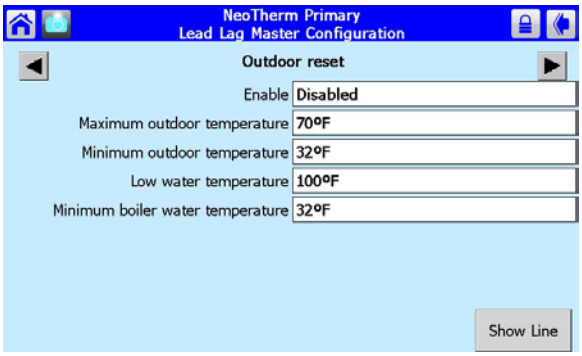

Fig. 86 – Outdoor Reset
8. Press the left-arrow or right-arrow until you see the Outdoor Reset screen (Fig. 86).
If the outdoor temperature reaches this value or above, the system will use the Low Water Temp value as the setpoint. In the example shown in Fig. 86, the Max. Outdoor Temp. is set to 70°F. If the outdoor temperature is 70°F or above, the system will use 100°F (the Low Water Temp.) as the setpoint.
If the outdoor temperature reaches this value or below, the system will not compensate for the outdoor temperature. In the example shown in Fig. 86, the Min. Outdoor Temp. is set to 32°F. If the outdoor temperature reaches 32°F or below, the system will use the normal Lead/Lag System setpoint (120°F in this example).
If the outdoor temperature reaches the Max. Outdoor Temp. or higher, the system will use the Low Water Temp value as the new setpoint. In the example shown in Fig. 86, the Max. Outdoor Temp. is set to 70°F. If the outdoor temperature reaches 70°F or above, the system will use the Low Water Temp. value (100°F) as the setpoint.